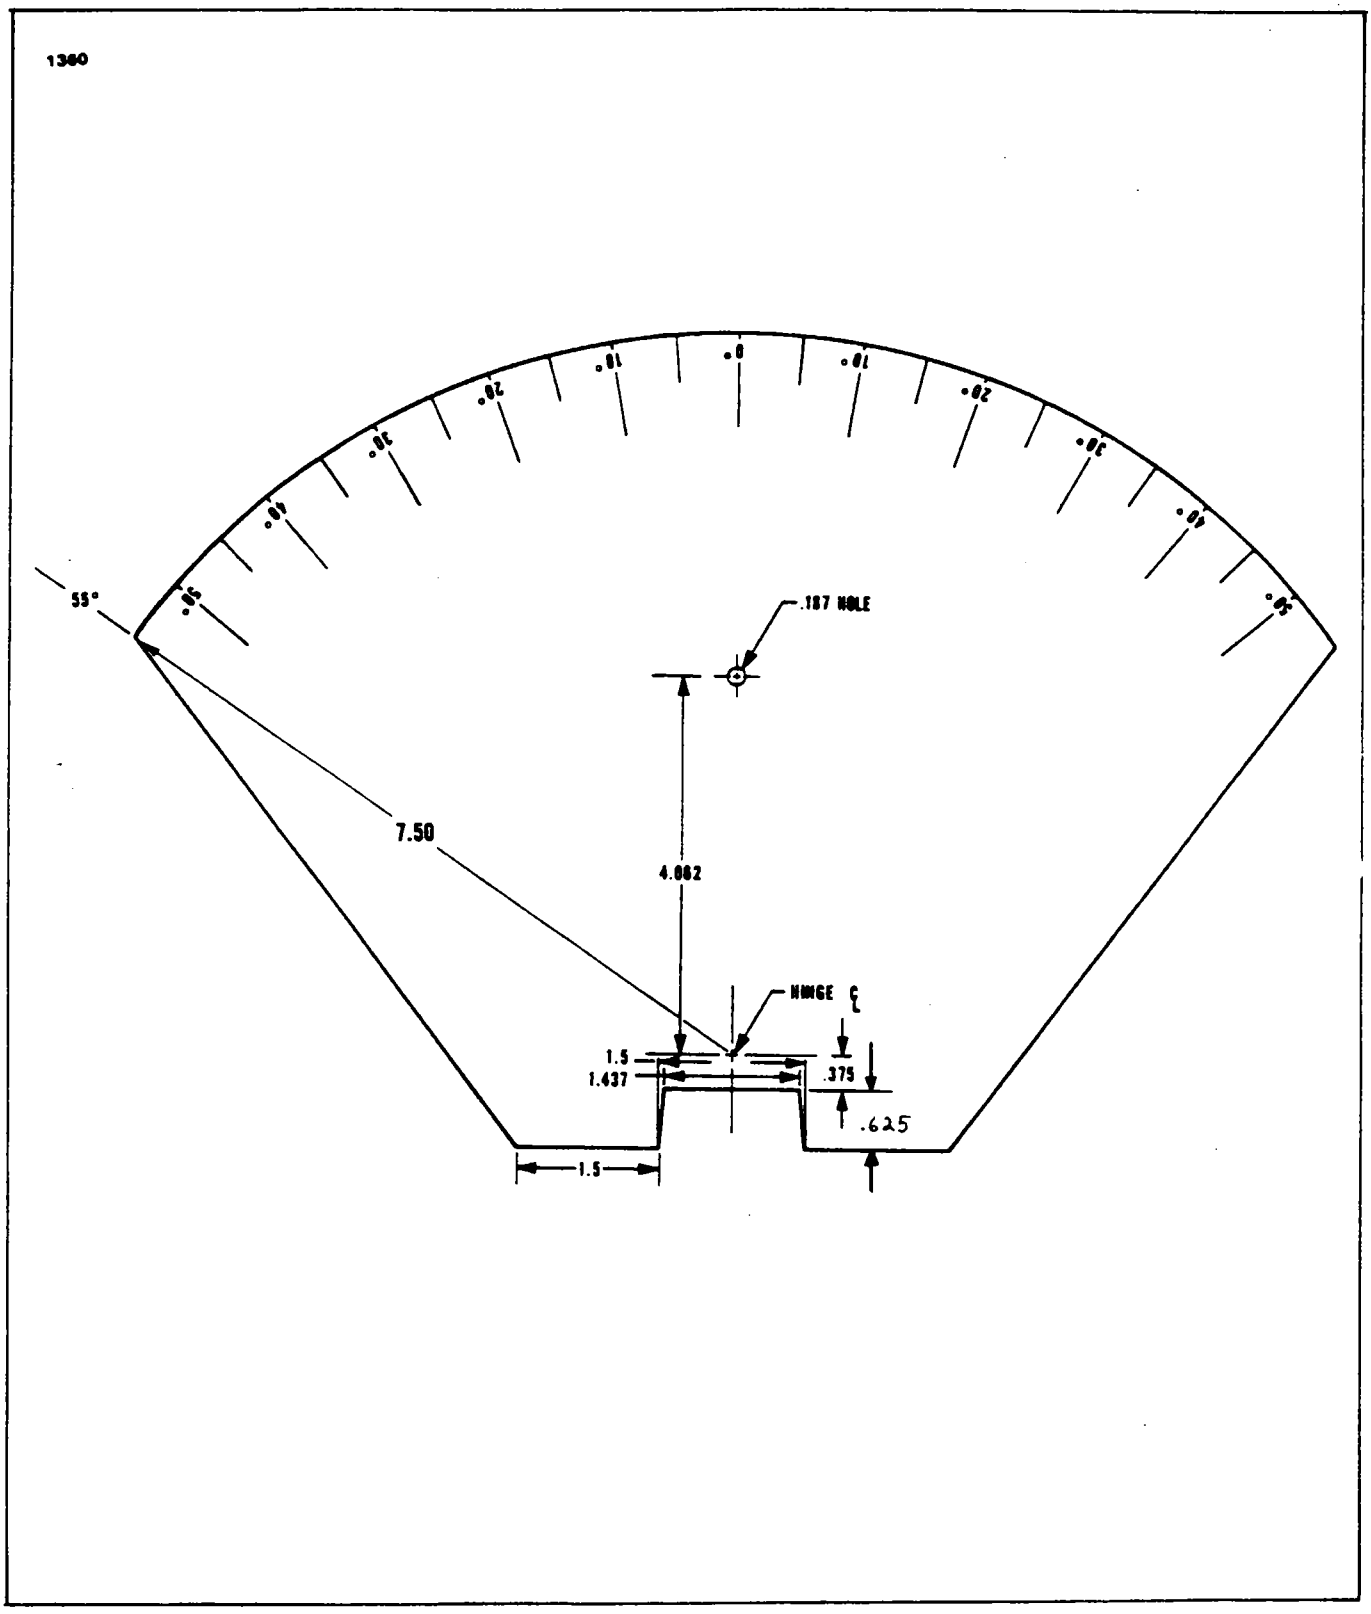

Figure 5-30. Fabricated Rudder Trim Tab Rigging Tool
3. Ascertain that the flap position sender arm is free to rotate on the rheostat shaft and that the linkage rod is set at the proper length. (See Figure 5-30, Sketch A.)
5. By manually moving the flap, adjust the UP limit actuating bolt so that the switch is actuated with .03 inch maximum gap between the rollers and the end of the flap track slots. (See Figure 5-30, Sketch B.)